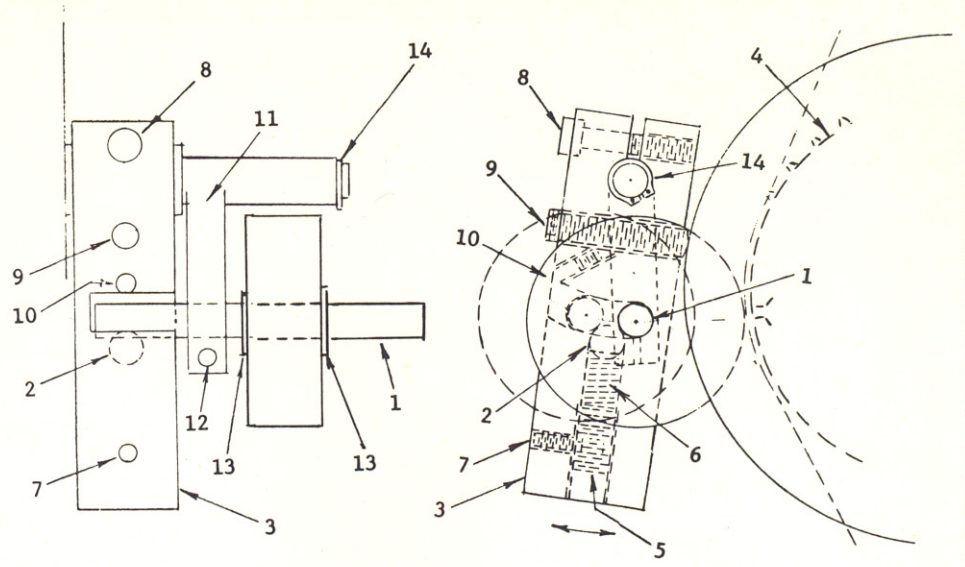

Figure 4. Roller Gate (Mounted on Permanently Lubricated Ball Bearings)
(1) Loosen the setscrew holding the eccentric stud (closest to the lever pivot) and turn the stud to the position that will cause its roller to be at maximum distance from the sprocket. The stud may be rotated by the use of a screwdriver in the roller retaining screw, turning clockwise. It may be preferable to remove the entire roller and eccentric stud prior to the next step.
(2) Lock the assembly down over the sprocket (and the three films) into its detent. Adjust the clearance adjusting screw to the point at which the roller on the non-eccentric stud is lightly contacting the films. Tighten the setscrew which locks the clearance adjusting screw before this adjustment is finalized.
(3) Check the lateral position of this roller relative to the sprocket. If not exact, loosen the roller stud setscrew and move the stud in or out to effect correct position. Retighten the setscrew. Leave assembly in the locked-down position.
(4) Loosen setscrew of the eccentric stud and turn the stud to the position that will cause its roller to make light contact with the three films. This may best be accomplished if the previously adjusted roller is removed from its stud during this adjustment.
(5) Check the lateral position of the roller on the eccentric stud. Reposition if necessary. Tighten the setscrew securely.
(6) Replace the first roller, remove one piece of film and recheck the assembly adjustment. Both rollers should now clear the two films.
D. ROLLER GATE ADJUSTMENT AND REMOVAL (Refer to Figure 4.)
(1) Remove filter holder and lift roller gate (see paragraph D and Note on Figure 4).